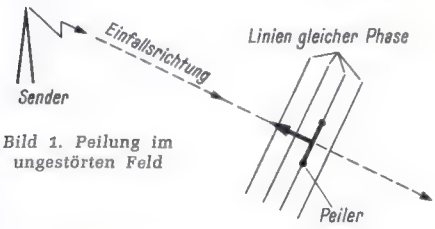
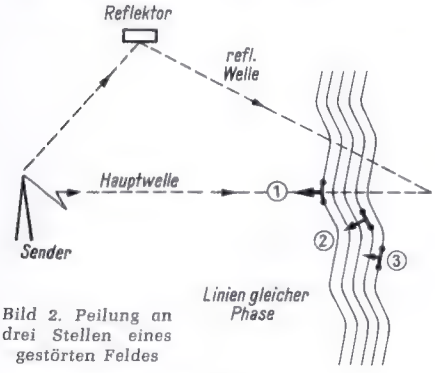

Bild 1. Peilung im ungestörten Feld
Bild 2. Peilung an drei Stellen eines gestörten Feldes
Die Verhältnisse im Nahfeld eines Adcocksystems werden durch *Bild 1* und *2* veranschaulicht. Vorher sei erwähnt, daß die im ungestörten Feld miteinander verbundenen Orte gleicher Phasenlage parallele Gerade darstellen, die sich im gestörten Feld zu Wellenlinien verformen.
Beim Peilvorgang werden nun zwei Dipole (Abstand etwa 0,2 λ) so weit um ihren gemeinsamen Mittelpunkt gedreht, bis die Antennenausgangsspannung ein Minimum beträgt. Das ist der Fall, wenn beide Dipole auf einer Linie gleicher Phase liegen. Im ungestörten Feld bedeutet das, daß die Senkrechte auf der Dipolbasis mit der Einfallsrichtung der Hauptwelle zusammenfällt (Bild 1). Im gestörten Feld wird je nach der herrschenden Phasenlage eine Differenz zwischen der wirklichen Einfallsrichtung der Hauptwelle und der Senkrechten auf der Dipolbasis vorhanden sein. Die Auswirkungen sind Peilfehler, die im Extremfall bis zu 90° betragen können (Bild 2). Nur bei (1) ist die Peilung richtig, während in den Dipolstellungen (2) und (3) eine falsche Richtung angezeigt wird.